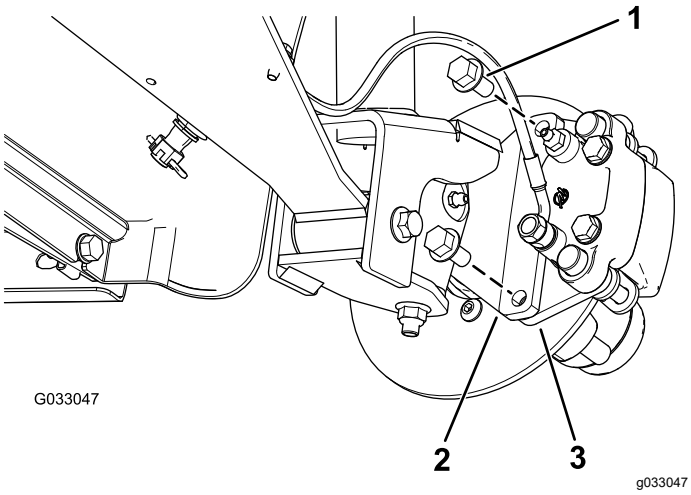
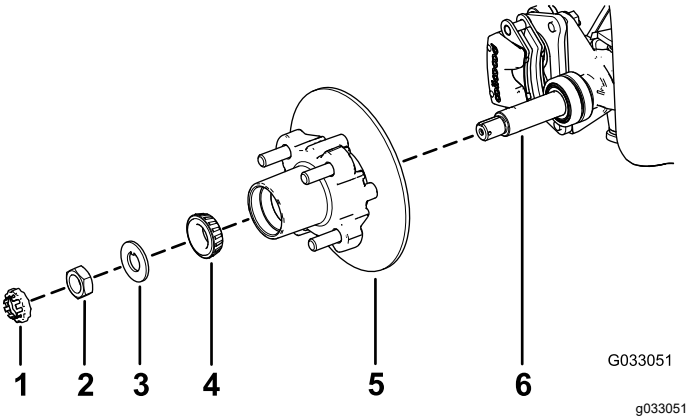

Figur 27
Figur 31
3. Fjern flenshodeboltene (3/8 x 3/4 tomme) som fester braketten for bremseenheten til spindelen og skiller bremsen fra spindelen (Figur 27).
1. Påfør et tynt, lett lag av det angitte smørefettet på spindelen (Figur 31).
2. Monter nav og rotor på spindelen med rotoren på innsiden (Figur 31).
3. Monter det utvendige lageret på spindelen, og plasser lageret i det utvendige setet (Figur 31).
4. Monter skiven med tapp på spindelen (Figur 31).
5. Skru spindelmutteren på spindelen, og stram til mutteren med et moment på 15 Nm mens du roterer navet for å sette lagrene på plass (Figur 31).
2. Innrett bremseklossene på begge sider av rotoren (Figur 27) og hullene i kaliperbraketten med hullene i bremsemonteringen på spindelrammen (Figur 31).
3. Monter kaliperbraketten til spindelrammen (Figur 27) ved hjelp av de to flensehodeboltene (3/8 x 3/4 tomme).